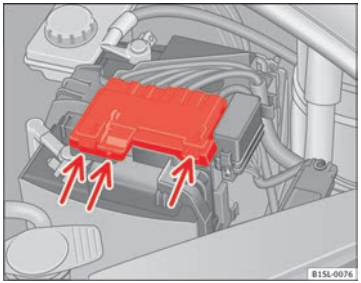

Fig. 117 In the engine compartment: Remove the cover from the vehicle's battery
- Press on the tabs ⇒ Fig. 117 (arrows) in the direction of the arrows and lift the battery cover up.